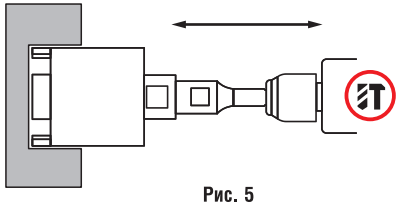

Рис. 5
9. Продолжайте сверление по сделанному запилу до необходимой глубины. В процессе сверления рекомендуем осуществлять возвратно-поступательные движения (рис. 5).